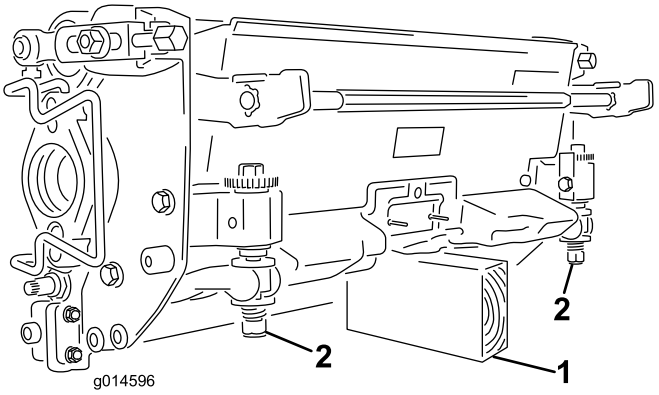

**Figur 10**
**Vigtigt: Når det er nødvendigt at vippe klippeenheden, så bundkniven/knivcylinderen kommer til syne, skal det bageste af klippeenheden understøttes for at sikre, at møtrikkerne på den bageste del af bundtværstangens justeringsskruer ikke hviler på arbejdsfladen (Figur 10).**